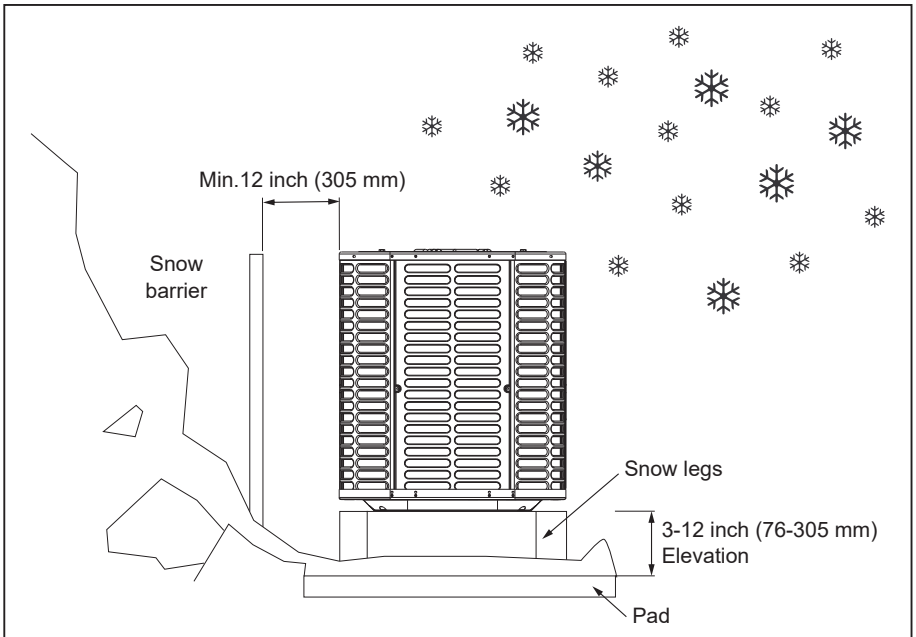

Figure 2.5.
- Depending on the local weather conditions, raise the unit by 3-12 inches (76-305 mm). This extra height will allow the snow and ice melted during the defrosting cycle to be discharged before refreezing. Ensure that the drain hole on the unit chassis is not blocked, otherwise it will hinder the defrosting water discharge (See Figure 2.5.).